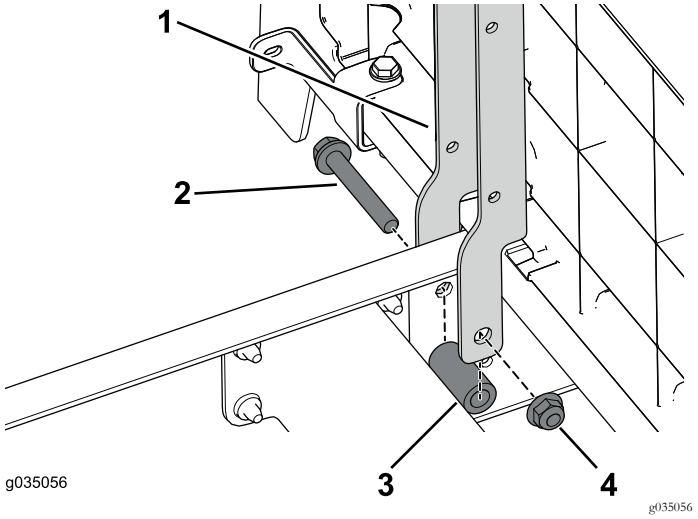

Bild 91
1. Befestigen Sie die rechte und linke Sitzstütze mit den zwei Schrauben (3/8" x 2½"), Distanzstücken und Bundmuttern am vorderen Abschnitt der Maschine (Bild 91).